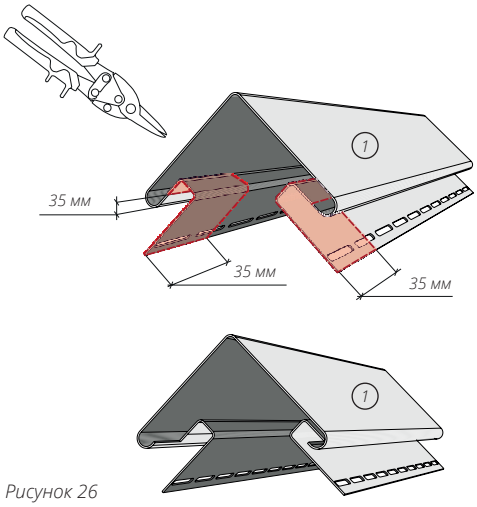
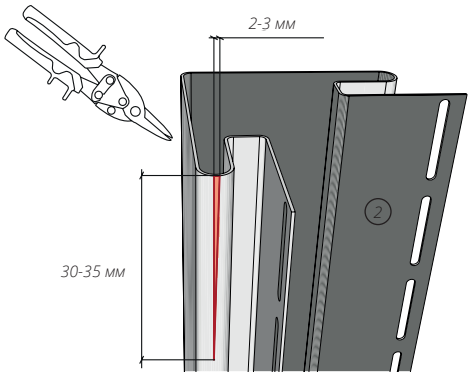

Рисунок 26
Рисунок 27
**12.6** Если высота здания больше 3 метров, необходимо нарастить угол. Для этого срезаем верхнюю тыльную часть наращиваемого угла (рис. 26). В нижнем углу делаем вырез в виде треугольника на боковых ребрах согласно рис. 27. Вырез треугольника на боковых частях нижнего угла будет немного заметен, но уменьшить прогиб нижнего угла в соединении и позволит элементам оставаться более подвижными при тепловых расширениях и сжатиях. После монтажа, возможен небольшой прогиб в нижнем углу в месте соединения.